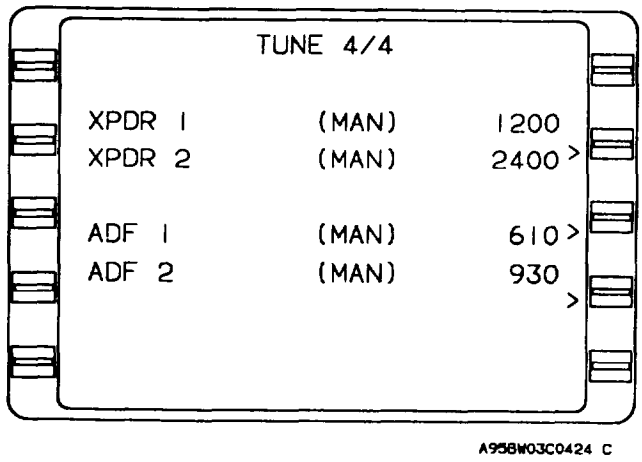

Figure 3-50. Tune 4/4 Page (XPDR/ADF)
(1) HOLDING PATTERN (page 1 of 1) (fig. 3-50).